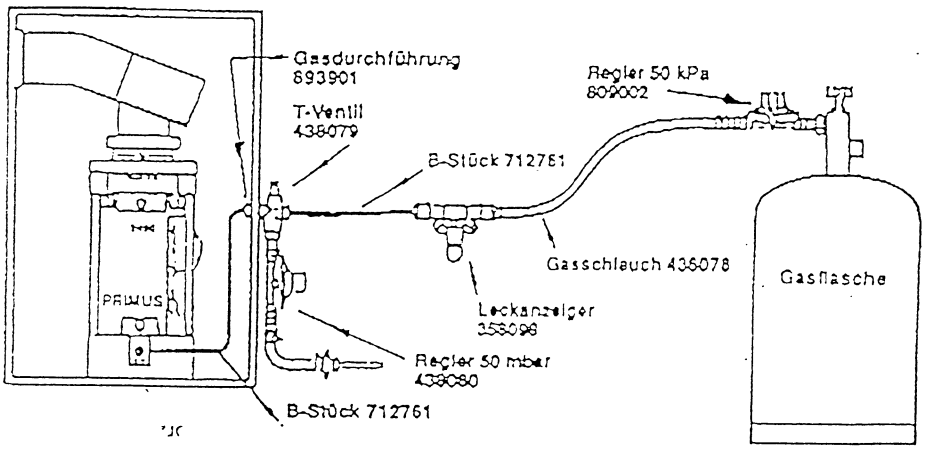

Bild 2
4.) Druckknopf (3) im Innern des Fahrzeuges an der Regeltafel einschalten (eindrücken).
5.) Gewünschte Temperaturhöhe am Vorwählknebel (1) der Regeltafel vorwählen. Steuerung des Gerätes erfolgt jetzt automatisch durch den Raumthermostat.
6.) Beim Abstellen der Anlage erst Druckknopf (3) herausdrücken.
7.) Absperrventil des Gerätes schließen (T-Ventil - siehe Bild 2).